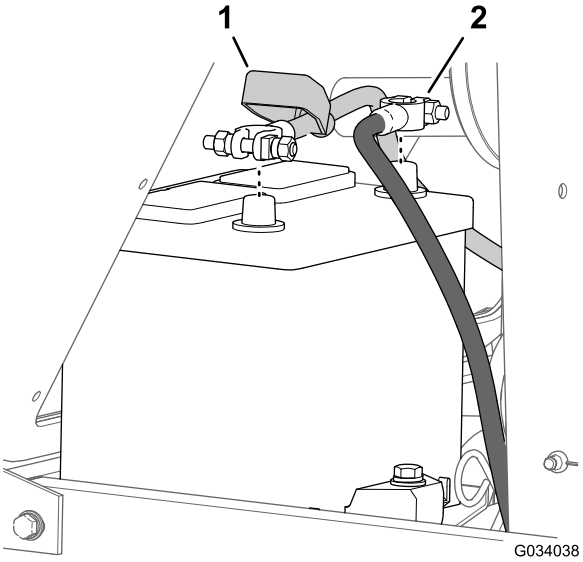

Figur 56
2. Koble den negative (-) kabelen fra batteripolen (Figur 56).
3. Skyv isolatordekselet bort fra batterikabelklemmen (Figur 56).
4. Koble den positive (+) kabelen fra batteripolen (Figur 56).
7. Koble til kablene, den positive (+) kabelen til den positive batteripolen (Figur 56).
8. Koble den negative (-) kabelen til den negative batteripolen (Figur 56).